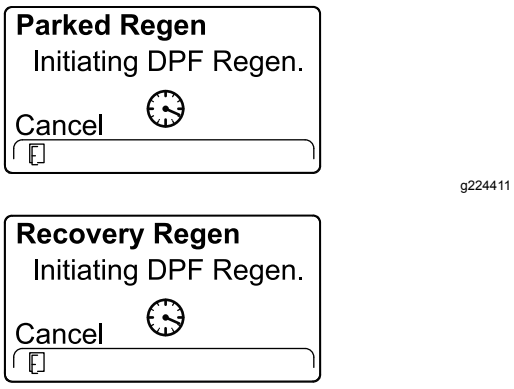

**Figur 59**
5. InfoCenter viser STARTER DPF-REGENERERING-meldingen (Figur 59).